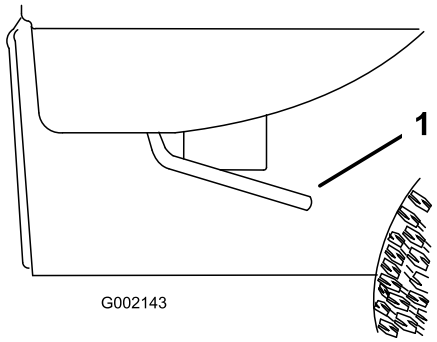

Figur 23
1. Løft grebet på hver side af ladet, og løft ladet op (Figur 23).